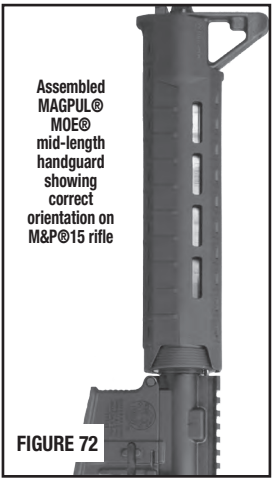

FIGURE 72
- Stand the rifle on its buttstock in a location where two people have access to the unloaded rifle. FIGURE 72 shows the handguard in its correctly installed orientation.